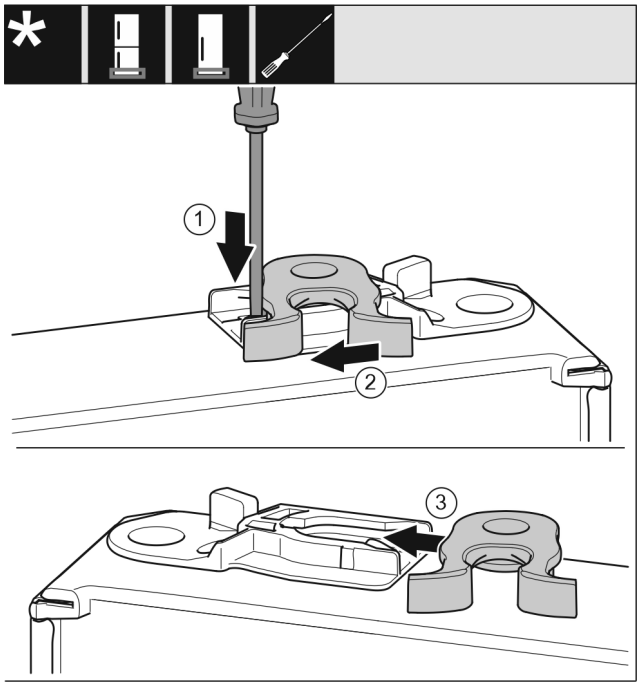

*Fig. 23*
- ▶ Plochým šroubovákem přitlačte lamelu *Fig. 23 (1)* dolů.
- ▶ Vytáhněte petlici *Fig. 23 (2)* z vedení.
- ▶ Petlici *Fig. 23 (3)* zasuňte do vedení na druhé straně.